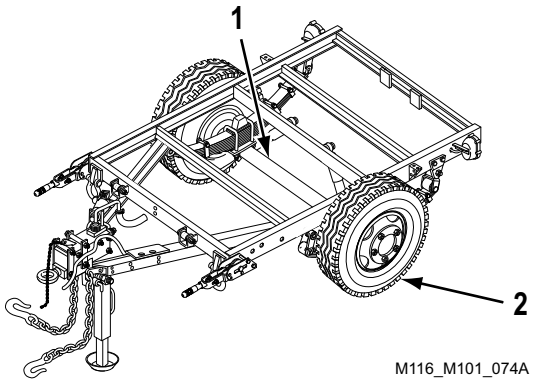

Figure 1. Raising Wheel Assembly.
2. Place lifting device under axle (Figure 1, Item 1) on side where handbrake is to be adjusted. Raise axle (Figure 1, Item 1) until wheel assembly (Figure 1, Item 2) is off the ground.